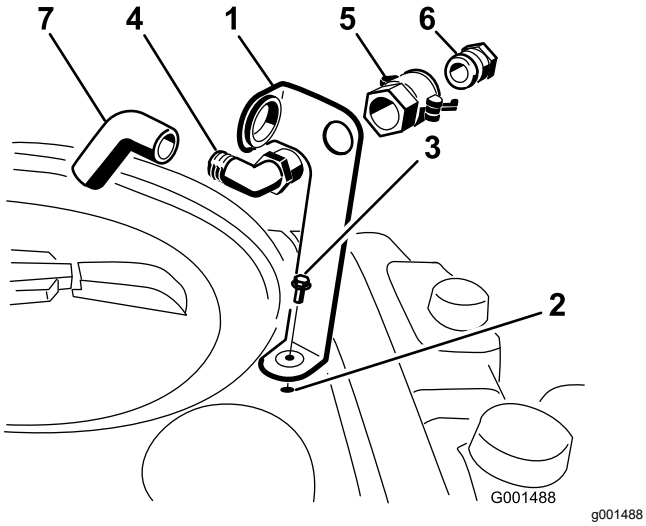

Figur 3
1. Placer beslaget til påfyldningskoblingen på hullet med gevind i tanken, og fastgør det med en flangehovedbolt (5/16" x ¾") som vist i Figur 3.
2. Før 90°-knærørets gevindende gennem beslaget, og skru hurtigkobleren på beslaget (Figur 3).
3. Monter slangeadapteren på hurtigkobleren (Figur 3).
4. Fastlås adapteren ved at svinge håndtagene mod adapteren og derefter fastgøre dem med låseclipsene (Figur 3).
5. Monter påfyldningsslangen gennem den store åbning i beslaget og på modhageenden af 90°-knærøret (Figur 3).